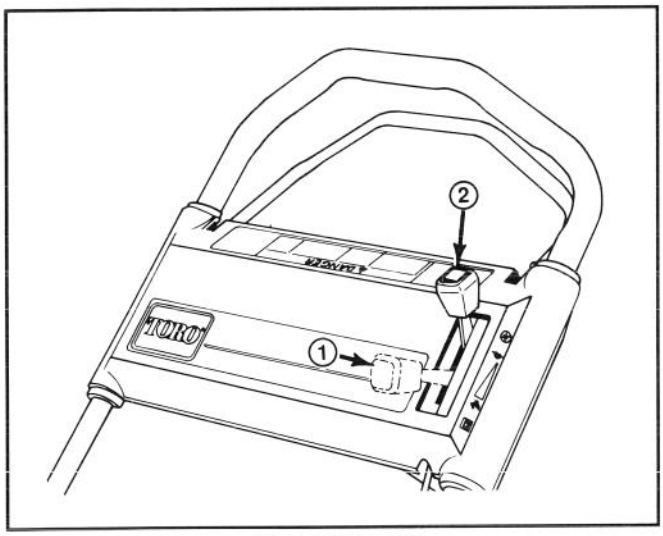

**Afbeelding 10**
**2.** STARTEN—Zet de gasklep op CHOKE (Afb. 10). Trek de repeteerstarter op de motor uit tot het touw strak staat en trek vervolgens krachtig om de motor te starten. Als de motor start, de gasklep op FAST zetten of de rijsnelheid naar wens afstellen.
**3.** STOPPEN—(Afb. 10) Om de motor uit te schakelen, de gasklep achteruit in de ENGINE OFF stand zetten. Trek de draad uit de bougie wanneer de maaier onbewaakt wordt achtergelaten of niet wordt gebruikt.